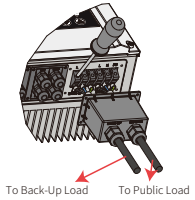

Figure 4.2-3
- **并网和离网连接：**确保连接并网侧与电网和离网侧与负载时极性连接正确，L线和N线按顺序连接，见图4.2-3。